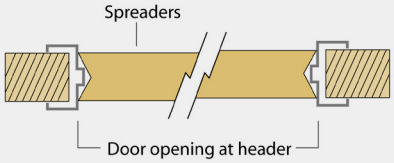

Figure 2: **Spreader**
4. Install temporary spreaders as shown in Figure 2, at the center and at the bottom location of the frame. The spreader dimension should be the same as the door opening width. This will prevent the frame from bowing inside the opening when building the surrounding wall.